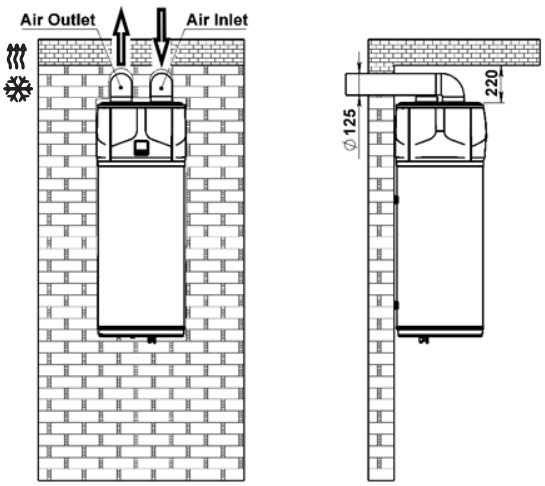

fig. 17a
6.3.3. Ventilação com condutas. (Fig. 17a; 17)